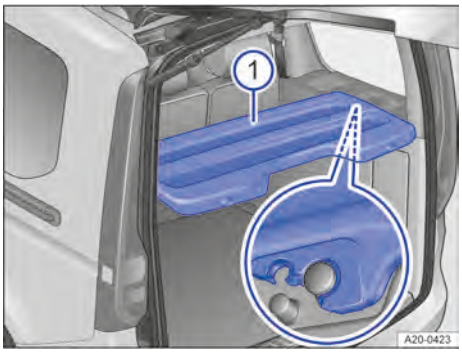

Fig. 153 En la zona de carga: cubierta.
4. Desplace la cubierta hasta que encastre en las fijaciones grandes → Fig. 153.
2. Encastre la cubierta en las dos fijaciones pequeñas → Fig. 153.